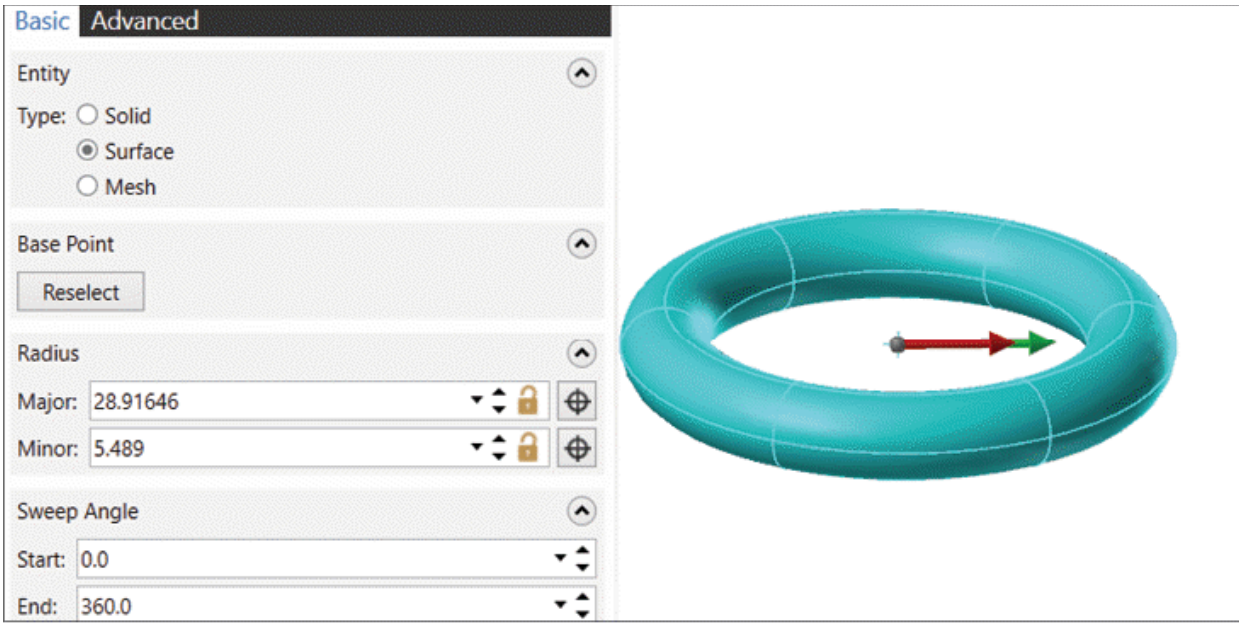

Figure-10. Preview of torus
- Set the other parameters as desired and click in the 3D view to place torus. Preview of torus will be displayed; refer to Figure-10.